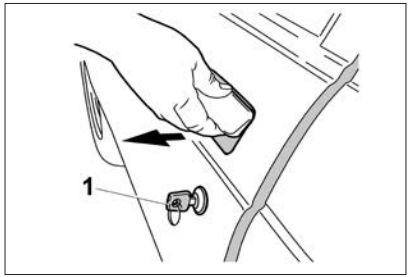
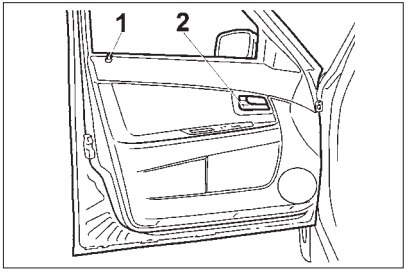

Рис. 4. Открывание двери
Рис. 6. Передняя левая дверь
Передние двери блокируются: снаружи – поворотом ключа 1 (рис. 4, 5) или нажатием кнопки блокировки на пульте дистанционного управления; изнутри – нажатием на кнопку **1** (рис. 6, 7, 8) на обивке
– снаружи – за ручку в направлении стрелки (рис. 4, 5);
– изнутри – поворотом на себя рукоятки 2 (рис. 6, 7).